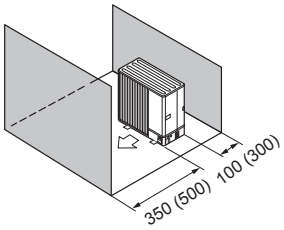

Fig. 1-10
⑤ Obstacles at front and rear only (Fig. 1-10)